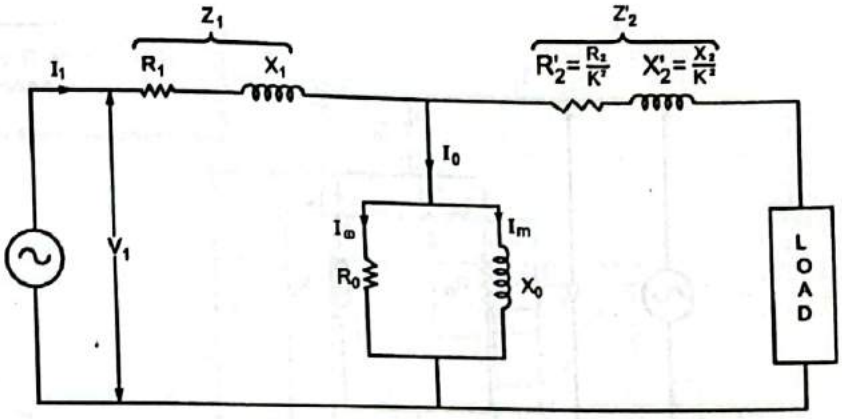

FIG. 3.30
- Fig. 3.30 shows the equivalent circuit with all secondary values referred to the primary.